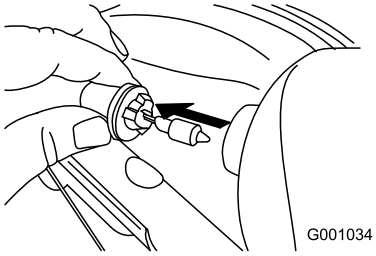

Figur 63
3. Fjern pæren direkte fra forlygtens bagside (Figur 63).